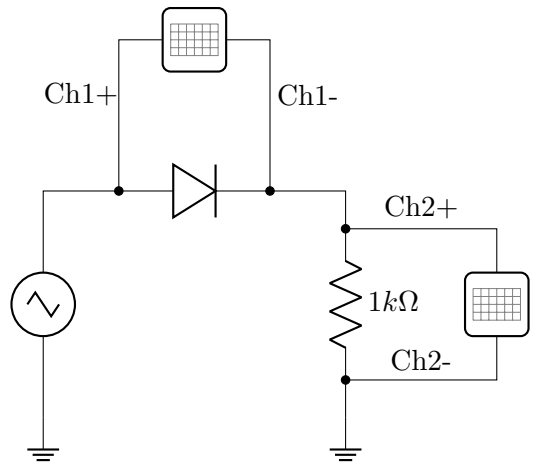

Figure 4: Connection diagram for IV characteristics measurement. CH1 and CH2 are used in XY mode (review the XY mode introduced in Lab #2).
3. Connect the waveform generator output (W1) to the oscilloscope input (CH1) as shown in Figure 4.